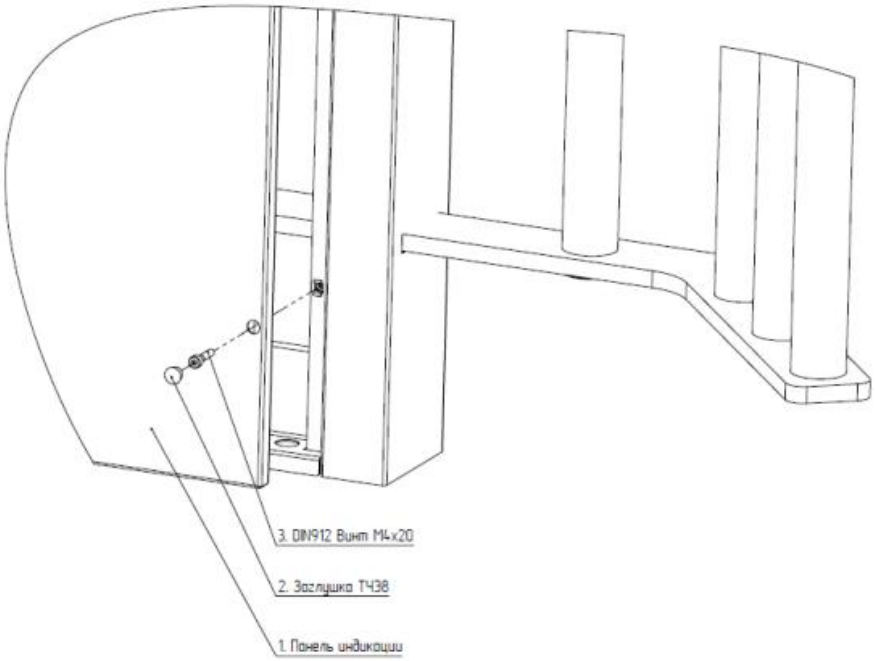

Рисунок 8 – Сборка панели индикации
4.2.9 Рисунок 8 – панель индикации со светодиодными полосами закрепить винтами М4 и поставить заглушки поверх винтов.